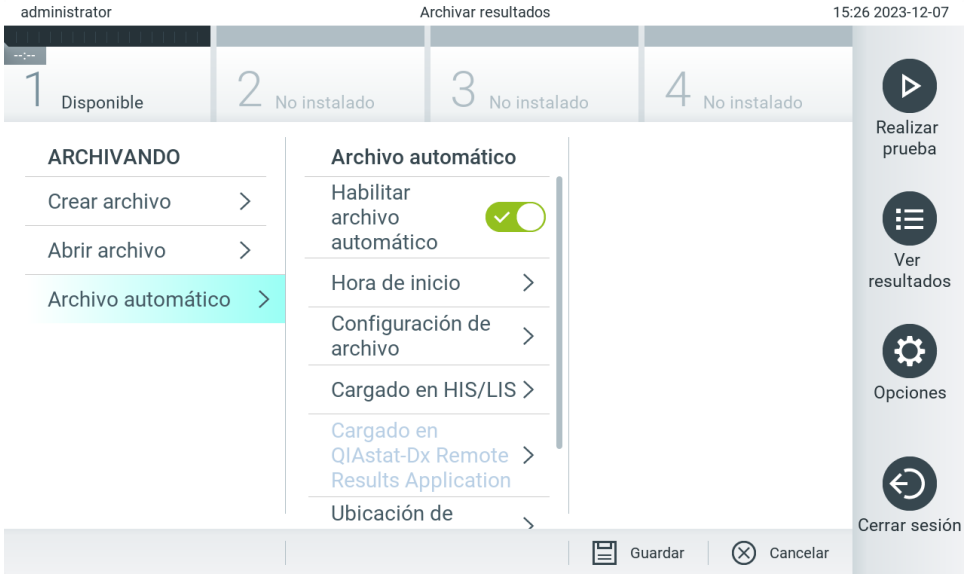

Figura 84. Opciones de Archivo automático.
2. Pulse **Automatic Archive** (Archivo automático) y active la función (figura 84).